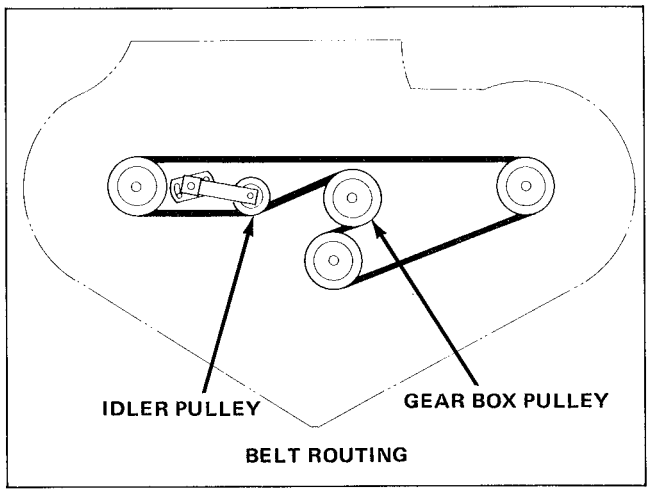

Figure 34
5. Install new belt around gear box pulley, spindle pulleys and idler pulley (Fig. 34).